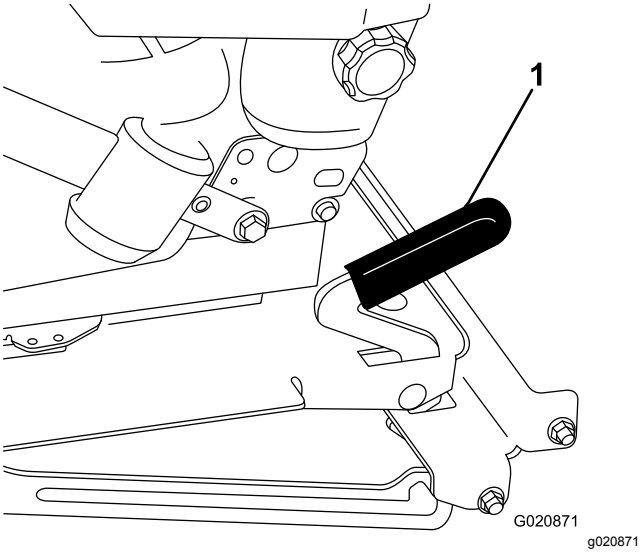

Rysunek 16
2. Pociągnij zaczep fotela do przodu i unieś, aby odblokować fotel (Rysunek 16).